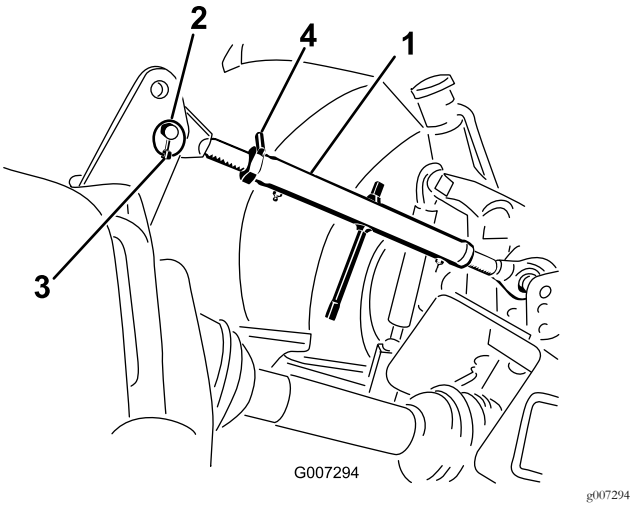

**Figuur 8**
1. Verbind de bovenste schakel met het onderste gat in de beugel en bevestig met de draaipen en de borgpen (Figuur 8).
3. Draai aan de bovenste schakel om de verbinding vast te zetten. Stel af zodat de voorzijde van het beluchterframe een hoek van 90 graden vormt met de grond (Figuur 8).